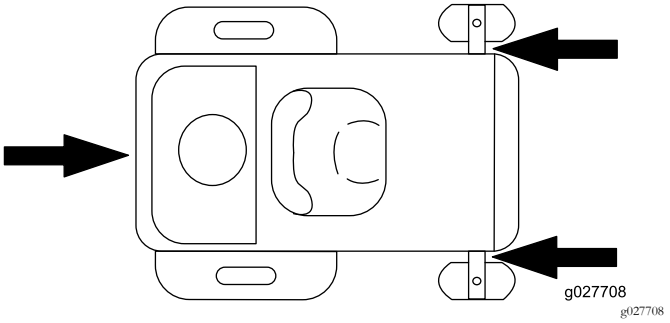

Figuur 29
5. Zet de machine vast bij de voorste zwenkwielen en de achterbumper (Figuur 29).